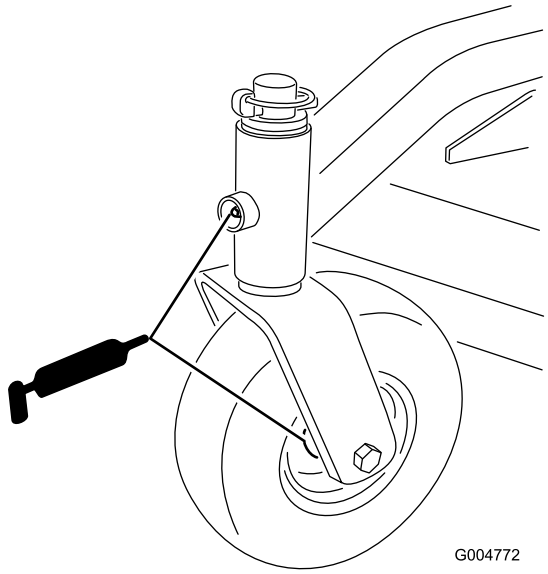

Figuur 13
- Lagerbussen van de zwenkwielas (Figuur 13)
- Lagers van het zwenkwiel (Figuur 13)